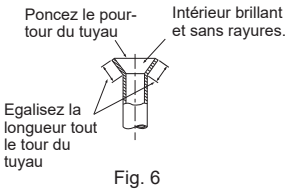

Fig. 6
• Comparez les travaux d'évasement avec la Fig. 6.